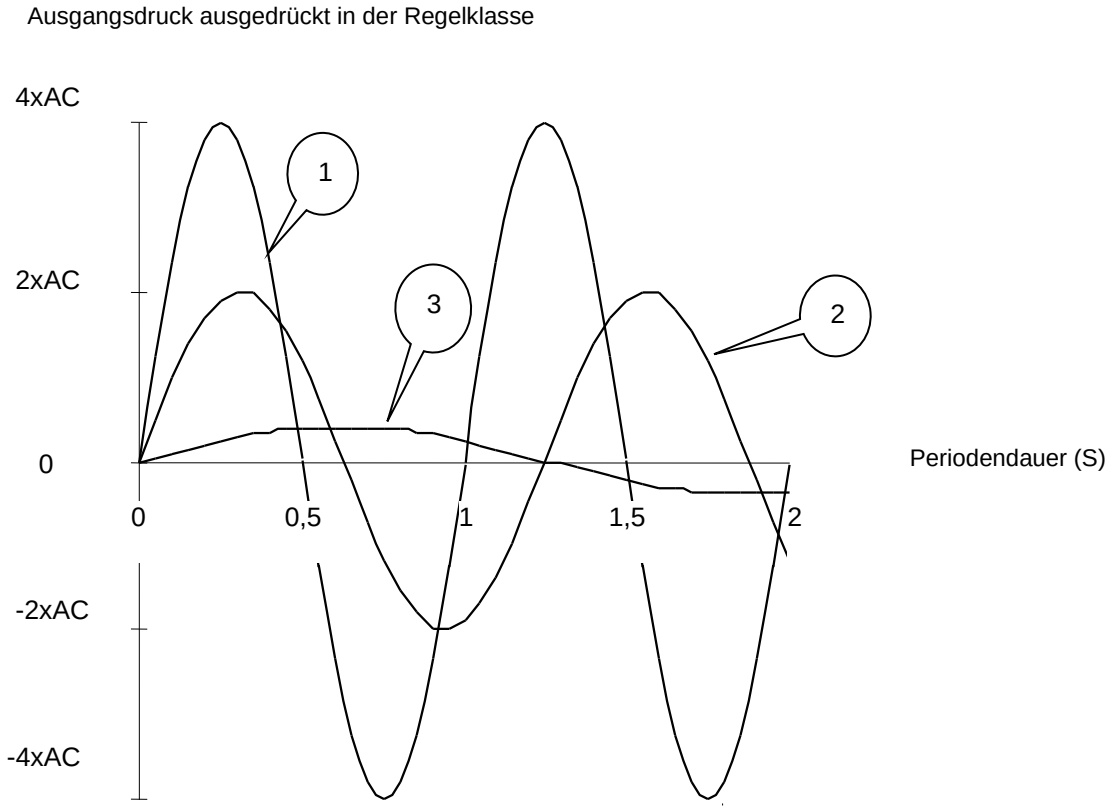

Abb. 6
Verstell Einrichtung (F) eine Vierteldrehung drehen (Kontermutter muss fest bleiben), der Ausgangsdruck wird gemäß Kurve 1 in Abb. 6 geregelt, Verstell Einrichtung (F) sehr langsam drehen (maximal eine halbe Umdrehung): die Amplitude (Top-Top-Wert) nimmt ab, die Frequenz sinkt gemäß Kurve 2 in Abb. 6, Drehung, bis die Steuerung gemäß Kurve 3 in Abb. 6 stabil wird. Nach der Einstellung die Verschlusskappe (B) aufsetzen.
Wenn der Ausgangsdruck gemäß Kurve 2 in Abbildung 6 geregelt wird, ist der Regler in gutem Zustand und entspricht der Steuerklasse. Anschließend ist der Steuerdruckregler wie im vorherigen Abschnitt 6.2 beschrieben einzustellen.